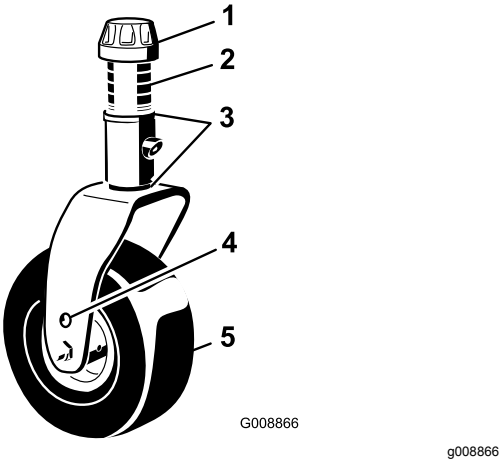

Figur 105
1. Ta bort spännlocket från spindelaxeln och skjut ut spindeln ur svänghjulsarmen (Figur 105).